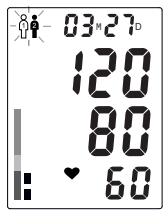

Рис.15
5. В конце измерения прозвучит звуковой сигнал, после чего прибор выпустит весь воздух из манжеты, на дисплее отобразится результат измерения (рис. 15). Мигающий значок «🚹» напоминает, что для сохранения результатов нужно выбрать память 1 или 2, нажав M1 или M2 соответственно. Сохранить результат можно до начала следующего измерения или до выключения прибора.